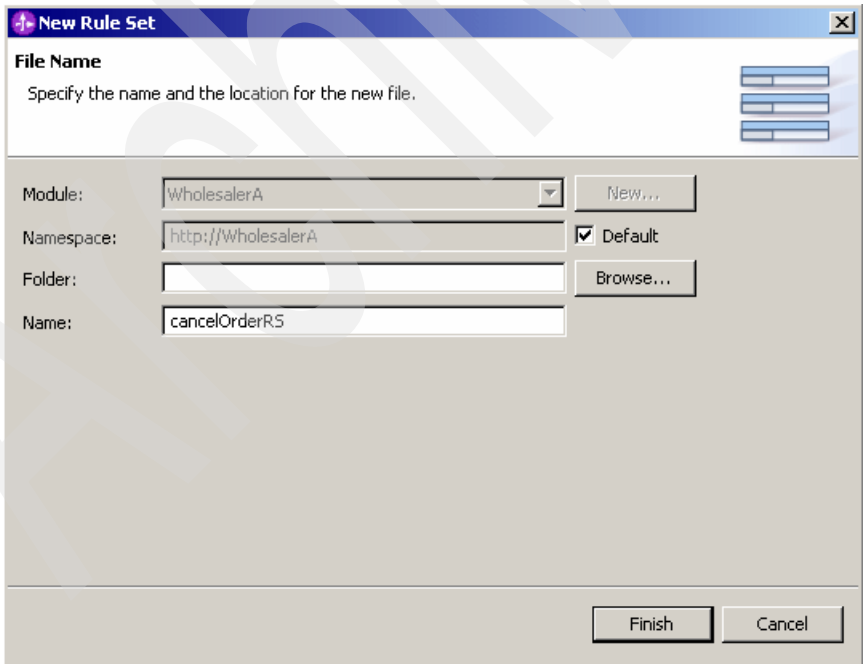

Figure A-65 New Rule Set window
6. In the New Rule Set window (Figure A-65), in the Name field, type `cancelOrderRS`. Then click **Finish**. This creates a new ruleset.